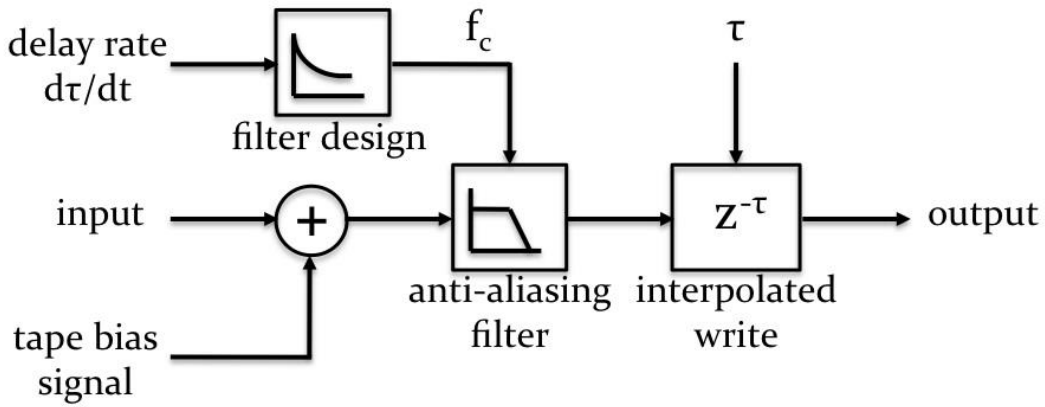

Figure 13: Time delay implementation
- Figure 13 shows how the filter ensures that no high-frequency noise (aliasing) is introduced when the delay time changes rapidly (i.e., when the **Delay Handle** is moved quickly). This is a critical part of ensuring that the digital model produces clean, accurate delays even during dynamic adjustments.